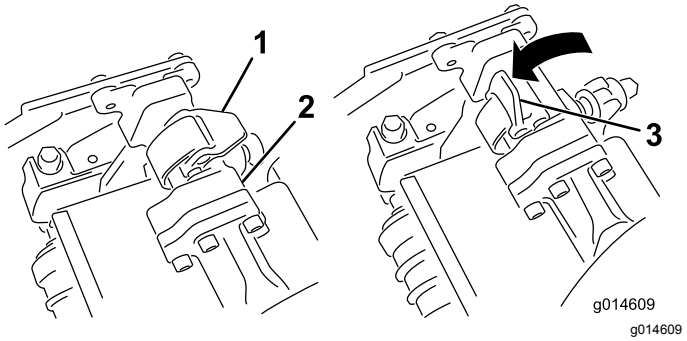
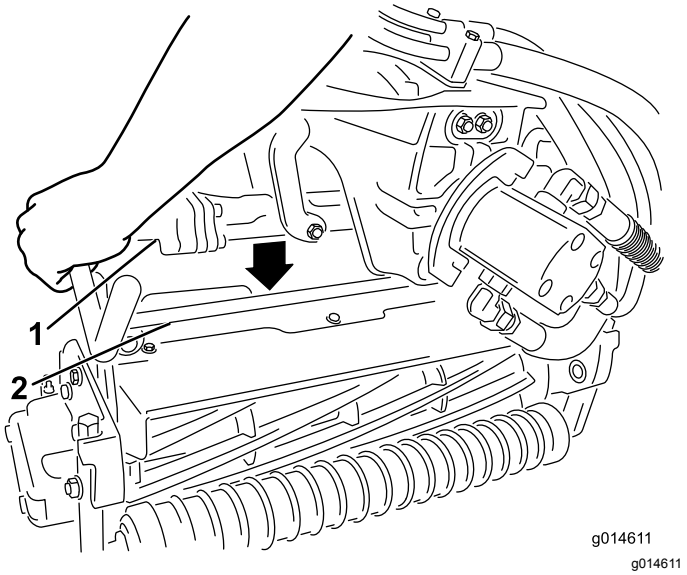

Figur 46
Figur 47
3. Låt spärrarna på upphängningsarmstången peka uppåt (dvs. de ska vara öppna) (Figur 46) och tryck upphängningsarmen nedåt så att stången passar över stången över ovansidan av klippenheten (Figur 47).
4. Fäll spärrarna nedåt och runt klippenhetsstången och lås dem på plats (Figur 46).
4. Öppna spärrarna på upphängningsarmstången på den klippenhet som du tar bort (Figur 46).